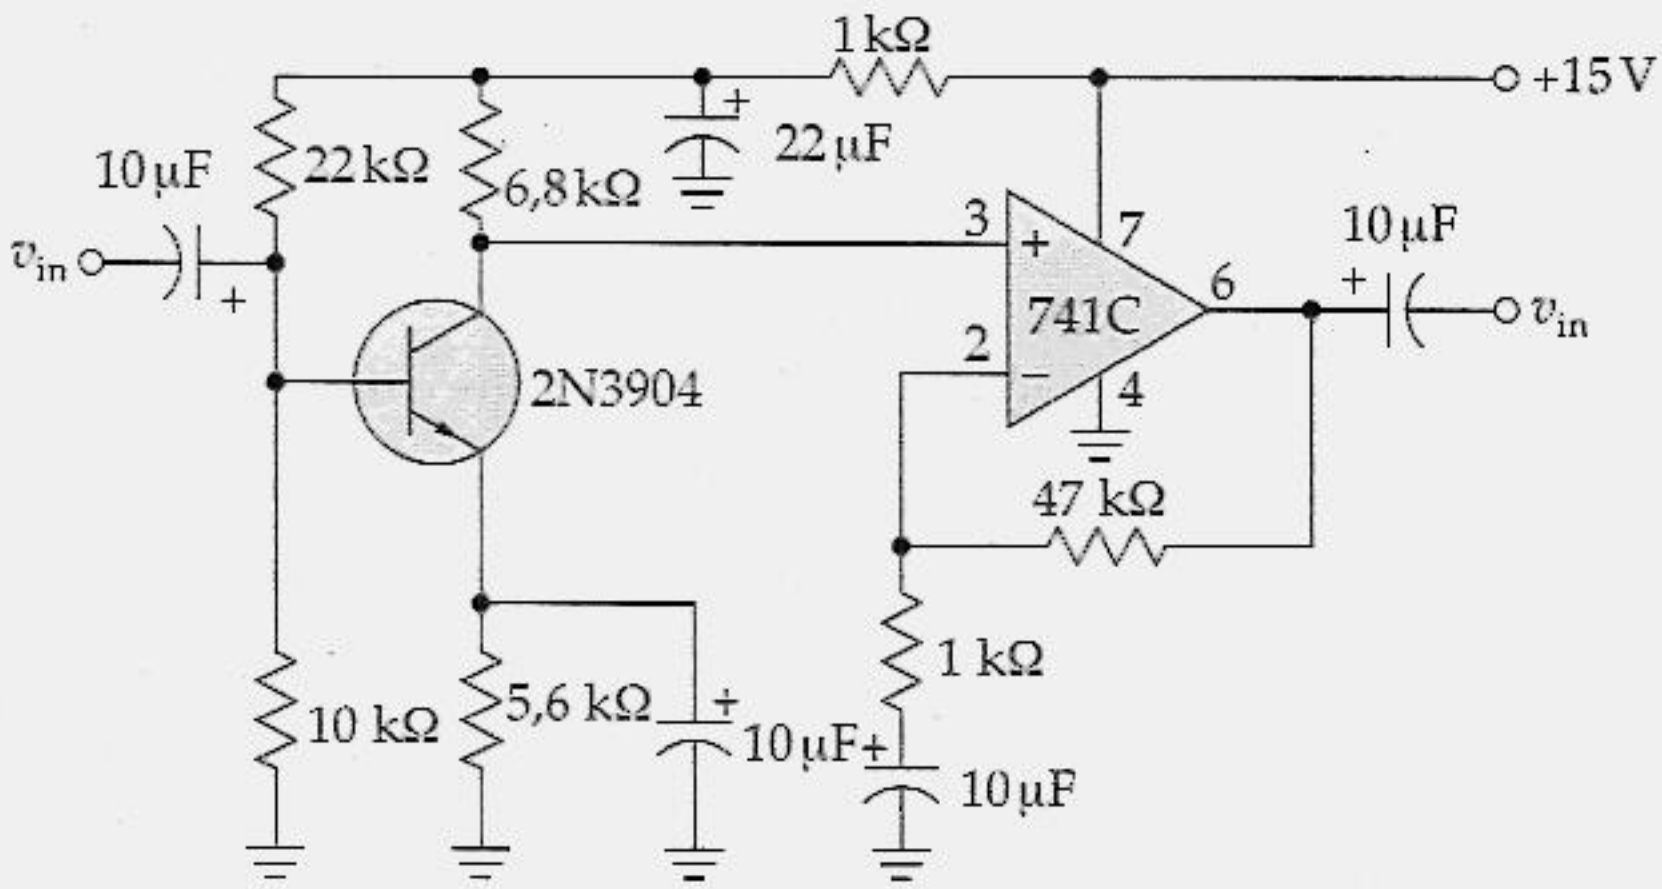

Figura 20.46
20.26 Se você medisse um ganho de tensão por volta de 46 dB no circuito da Figura 20.46, qual das seguintes alternativas seria uma possível causa?
20.31 Qual o ganho de tensão do circuito da Figura 20.46?
20.32 Considere $R_S = 0$, $R_L = 10\ k\Omega$ e $\beta = 150$. Calcule as freqüências críticas de desvio, entrada e saída do circuito da Figura 20.46 (utilize uma f_{unity} de 1 MHz para o 741C).